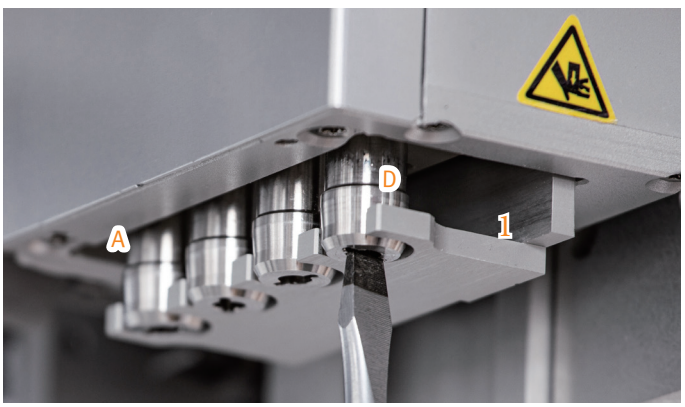

图 63. 移液器上有四个位置供吸嘴使用，其中 A 位于内侧位置，D 位于外侧位置。1 显示弹出板。
6. 确保正确的吸嘴安装在移液器上；请参阅上面的表 15。使用平头螺丝刀拆下吸嘴；请参阅图 63。安装吸嘴并用手拧紧。使用平头螺丝刀再拧紧 90 度。
注意：吸嘴必须笔直安装。如果是交叉螺纹连接，则可能导致弹出移液吸头时出现问题。弹出板必须能够自由上下移动。参见图 63。